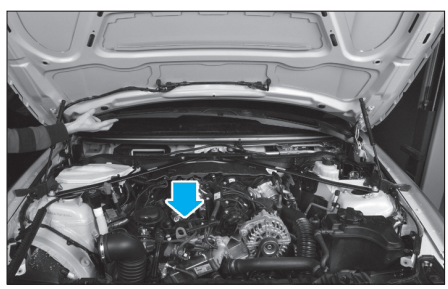

Fig. 96
• Extraire la grille d'auvent comme illustré **(Fig.96)**.